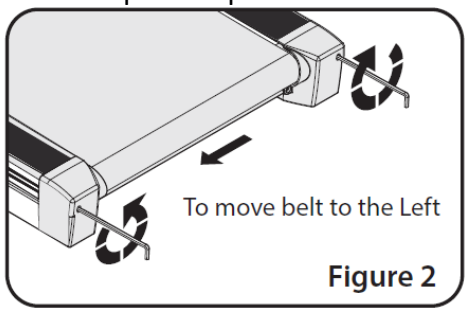

Figure 2
D. If the belt drifts to the right, turn the left adjustment bolt 1/4 turn counter-clockwise and the right adjustment bolt 1/4 turn clockwise. (See FIG. 2)